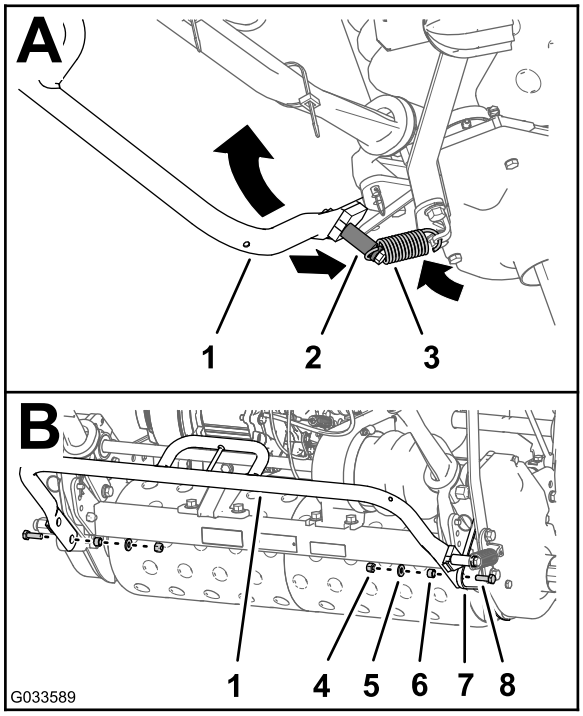

Figura 8
12. Asiente el extremo libre del muelle sobre la traba para muelle del soporte de pie (A de Figura 8).
13. Monte el soporte de pie a las placas laterales con las contratuercas, arandelas, espaciadores y tornillos (5/16" x 1") que conservó en el paso 1 (B de Figura 8).